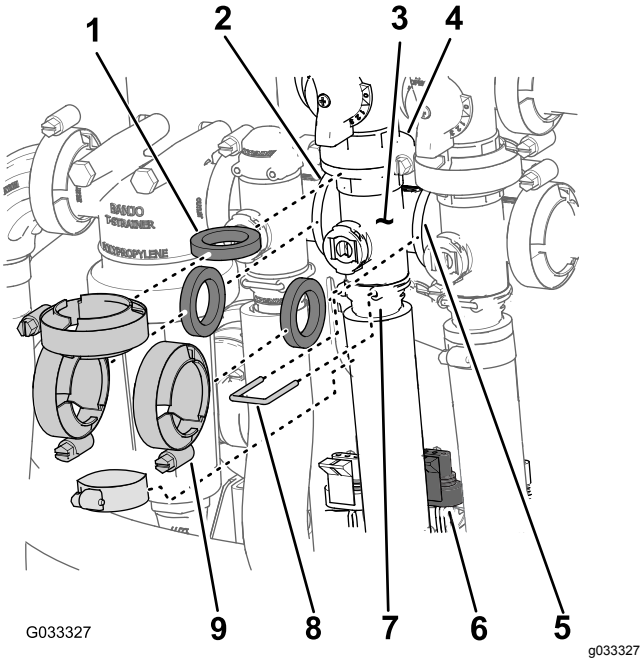

Figur 64
1. Ta bort klämmorna och packningarna som håller fast omrörningsventilens grenrör (Figur 64) vid omrörningsöverströmningsventilen, sprutmängdsventilen, huvudsektionsventilen och adapterkopplingen (spjällventil för omrörning).
2. Ta bort hållaren som fäster utloppskopplingen vid omrörningsventilens grenrör (Figur 64).